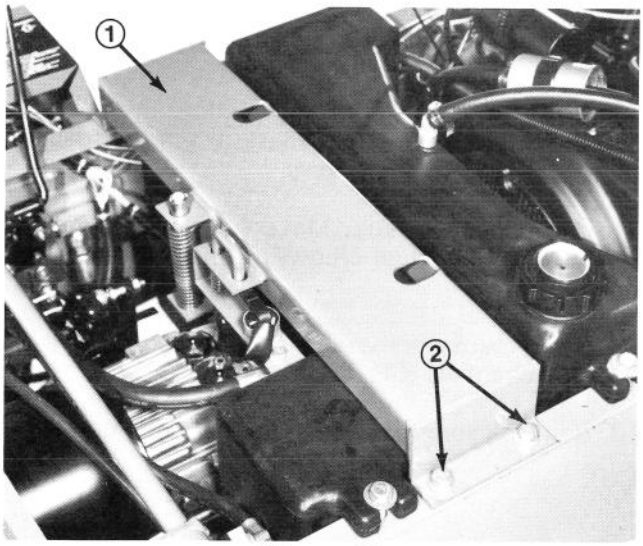

Figure 10
D. Unplug seat switch. Remove capscrews, lockwashers and flatwashers securing seat support to top of frame (Fig. 10). Set seat support aside.